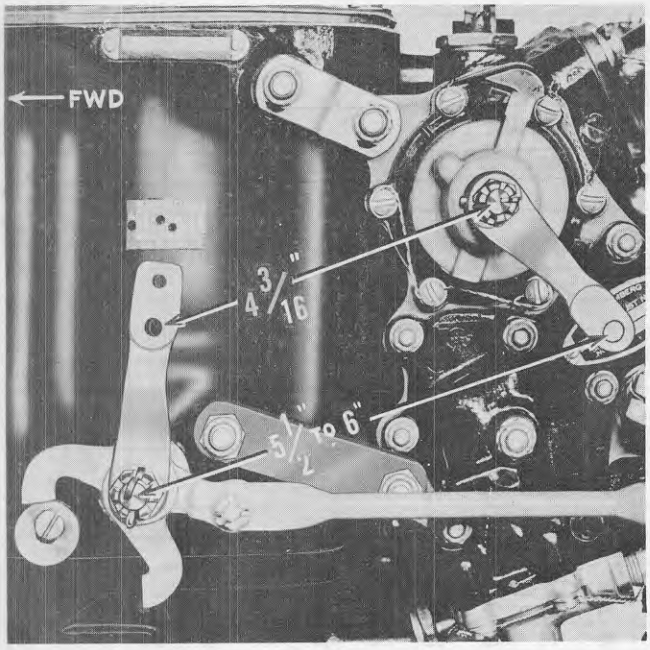

Figure 5-20C. Throttle and Mixture Rigging Dimensions
a. Align the rigging pin holes in the three engine compartment quadrants (11, 12, and 13) and install the rigging pin (14). This locks all of the quadrants in the proper rigging position.
c. Position the bellcrank (16) so that the center of the rod attachment hole in the long arm of the bellcrank is 4-5/8 ±1/16 (4.625 ±0.06) inches above the top of the bulkhead support beam. Reinstall the throttle override tube (15), adjusting the length as necessary. The nominal length of the throttle override tube is 36-3/4 (36.75) inches between bolt hole centers.
d. Move the carburetor throttle arm (18) to the full *open* position. Loosen and remove the nut and disengage the arm from the carburetor. Now rotate the throttle arm until the center of the rod attachment hole is approximately 4-3/16 (4.1875) inches from the center of the mixture control stud on the carburetor. (See figure 5-20C.) Engage the throttle arm to the serrated face of the throttle control, install and tighten the nut, and secure it with a cotter pin.
b. Position the mixture bellcrank (21) so that the center of the rod attachment hole in the short arm of the bellcrank is 3-15/16 ±1/16 (3.93 ±0.06) inches above the top of the bulkhead support beam. Reconnect rod assembly (22), adjusting the length as necessary. The nominal length of the rod assembly is 35-53/64 (35.82) inches between bolt hole centers.
c. Rotate the mixture control lever (19) to the idle cut-off (full aft) position. When the lever is in this position, the distance between the center of the rod attachment hole on the mixture control arm to the center of the throttle control arm stud should measure between 5-1/2–6 (5.50 –6.00) inches. (See figure 5-20C.) This 1/2 (0.50) inch variation is the difference of one serration of the mixture control arm setting on the carburetor.